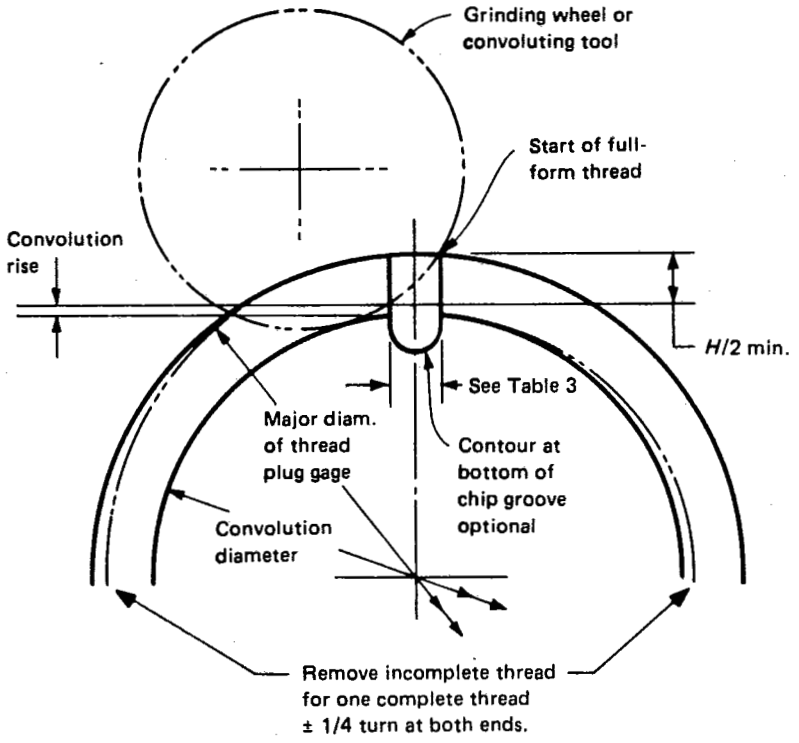

FIG. 2 PARTIAL END THREADS AND CHIP GROOVES
4.1.10 Incomplete Thread. The feather edge at both ends of the threaded section of the gaging member shall be removed. On pitches coarser than 0.8 mm, one complete thread ±¼ turn of the end threads shall be removed to obtain a full-thread-form blunt start (see Fig. 2). On pitches 0.8 mm and finer, a 60 deg. chamfer from the axis of the gage is acceptable in lieu of the blunt start.
a longitudinal groove cut parallel with the axis and extending the complete length of the gaging member. The groove shall be located circumferentially at the start of the full thread, and in all cases the depth shall extend below the root of the first full thread. The distance from the major diameter of the thread plug to the crest of the convolution rise in front of the chip groove, due to the radius of the convoluting tool, shall be a minimum of $H/2$ as shown in Fig. 2. The beginning of the first thread shall be of full form. The recommended widths for chip grooves are as shown in Table 3.
4.2.10 Incomplete Thread. The feather edge at both ends of the threaded section of the gaging member shall be removed. On pitches coarser than 0.8 mm, one complete thread ±¼ turn of the end threads shall be removed to obtain a full-thread blunt start (see Fig. 2). On pitches 0.8 mm and finer, a 60 deg. chamfer from the axis of the gage is acceptable in lieu of the blunt start.
4.3.11 Incomplete Thread. The feather edge at both ends of the threaded section of the gaging member shall be removed. On pitches coarser than 0.8 mm, one complete thread ±¼ turn of the end threads shall be removed to obtain a full-thread-form blunt start (see Fig. 2). On pitches 0.8 mm and finer, a 60 deg. chamfer from the axis of the gage is acceptable in lieu of the blunt start.
4.3.12 Chip Grooves. Each full-form GO plug gage, except in sizes MJ4 and smaller, shall be provided with a chip groove at the entering end. On reversible gages, a chip groove shall be provided at each end. Acceptable chip grooves are in accordance with commercial practice, such as a groove cut at an angle with the axis or a longitudinal groove cut parallel with the axis and extending the complete length of the gaging member. The groove shall be located circumferentially at the start of the full thread, and in all cases the depth shall extend below the root of the first full thread. The distance from the major diameter of the thread plug to the crest of the convolution rise in front of the chip groove, due to the radius of the convoluting tool, shall be a minimum of *H*/2 as shown in Fig. 2. The beginning of the first thread shall be of full form. The recommended widths for chip grooves are as shown in Table 3.